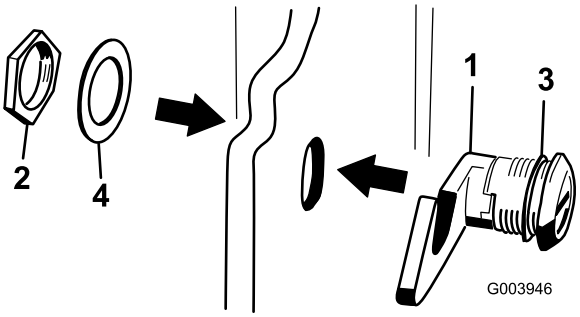

Figuur 19
3. Verwijder de moer uit de motorkapsluiting (Figuur 19).